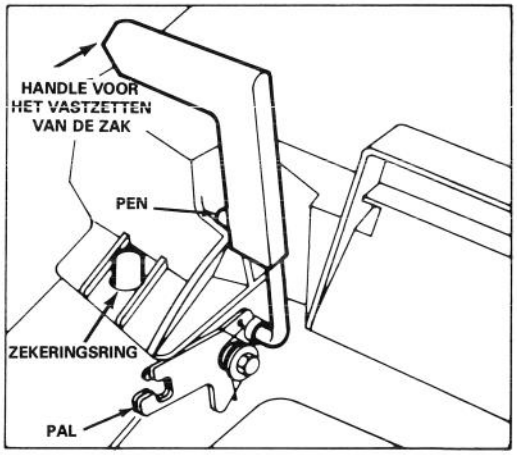

Afbeelding 9
4. HET INSTALLEREN VAN DE ZAK — Schuif de opening van de zakframe over de zekeringsring op de huizing (Afb. 9) en plaats de achterkant van de zakframe op de beneden handle.
5. Trek de deurhandle van de afvoerkoker naar voren totdat de sluitpen de pal loslaat en trek daarna de handle naar achteren, totdat de pen in de zakklink valt (Afb. 9). De deur van de afvoerkoker in de maaier is nu open. Soms is het nodig om de rechter bovenkant van de zakopening naar beneden te drukken om de handle los te maken.